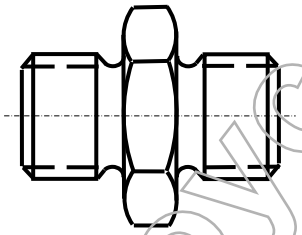

FIGURE 23 – UNION
- Unions, AS27465 series: See Figure 23.